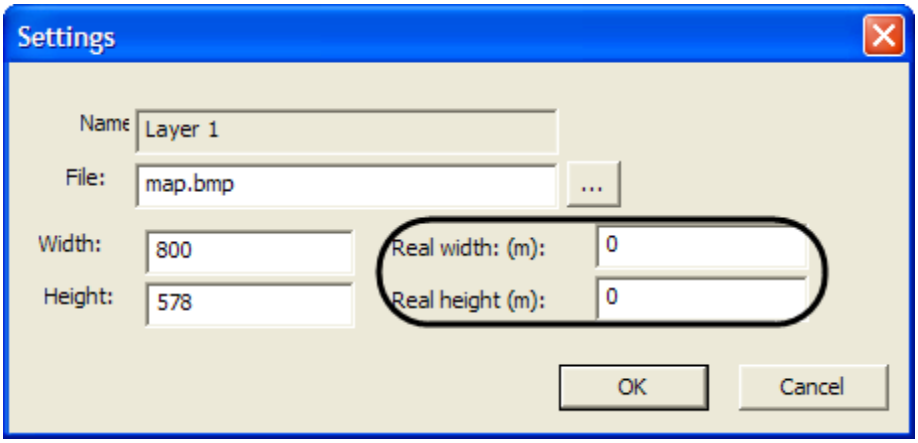

Figure 8.20-10 Area width and height
5. Specify the resolution of the image in pixels (Figure 8.20-10).
6. Specify the dimensions of the real area represented by the image, in meters (Figure 8.20-10).